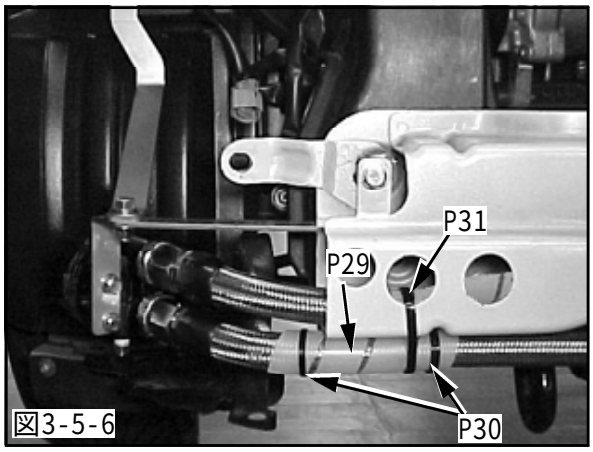

図3-5-6
(5) タイラップ(大)を使用して、オイルクーラホース③をフロントクロスメンバに固定してください。この際、オイルクーラホース③とフロントクロスメンバが接触する部分の長さにあうように切断したスパイラルチューブを巻付けてください。巻きつけたスパイラルチューブの両端をタイラップ(中)で固定してください。(図3-5-6)(P29,P30,P31)